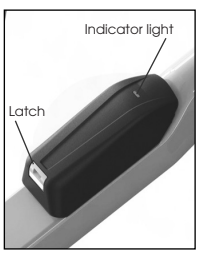
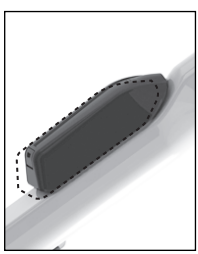
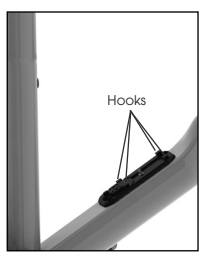

FIGURE 2
FIGURE 3
FIGURE 5
1. Push and hold the latch (Figure 2) while you slide the battery pack along the down tube (Figure 3) about 5mm (1/8").
2. Place the battery pack flat on the dock in position for installation (Figure 3) so that the hooks (Figure 5) are aligned for engagement.
The dock is located on the down tube of the bike frame, near the crankset (Figure 5). When the battery pack is removed from the bike, use the dock cover to protect the electrical contacts of the dock (Figure 6).
If the battery pack (Figure 2) is on your bike, the dock is underneath the battery pack.